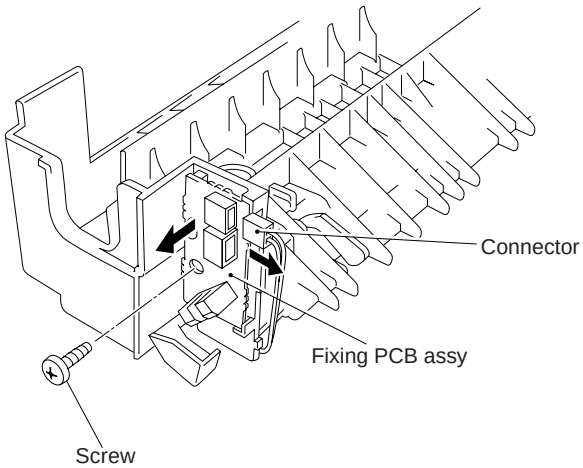

Figure 4.51
(5) Loosen 4 screws and remove the thermistor lead wire connector (2P) of the fixing PCB (see Figure 4.51), and remove the fixing unit cover by detaching the wire from the hooks of the fixing unit chassis.